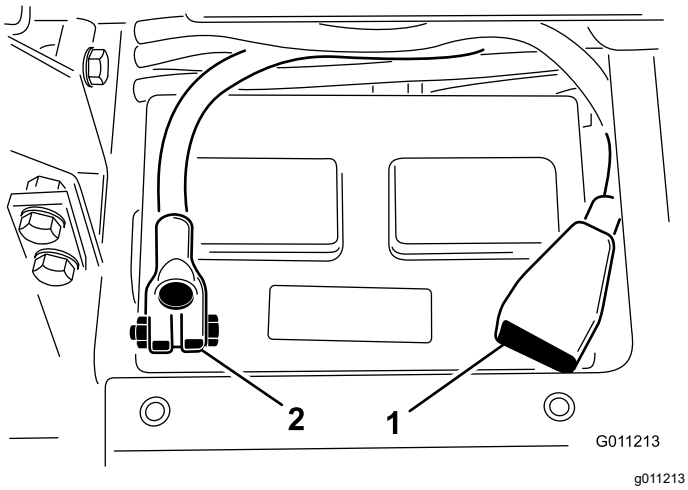

Figuur 5
5. Monteer de pluskabel (rood) aan de pluspool (+) van de accu, en bevestig deze met een T-bout en moer (Figuur 5).
6. Monteer de minkabel (zwart) aan de minpool (-) van de accu, en bevestig deze met de T-bout en moer (Figuur 5).